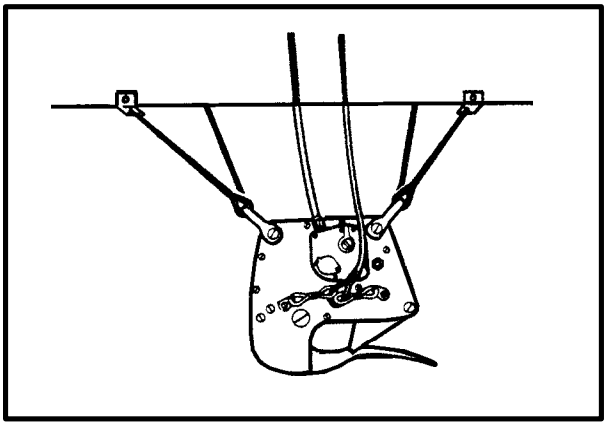

*Figure 2-7. Cable Suspended System*
**(1)** The cargo hooks are the same but are mounted differently to the aircraft. Four cables extend from the fuselage attaching points to the cargo hook in the cable suspended system (Figure 2-7).